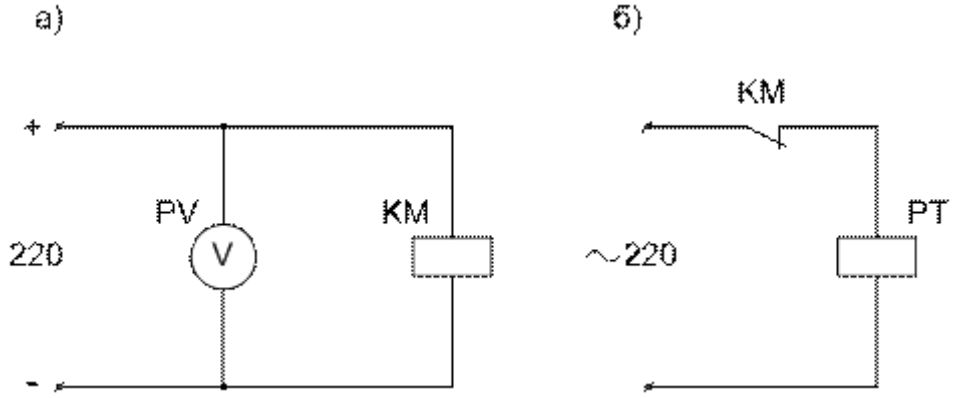

Рис. 5.3. Схема определения времени включения контактора: *а* – включения катушки; *б* – включение секундомера
7. Определить время включения $t_{вкл}$ и отключения $t_{откл}$ контактора, собрав схемы (рис. 5.3 *а*, *б*).